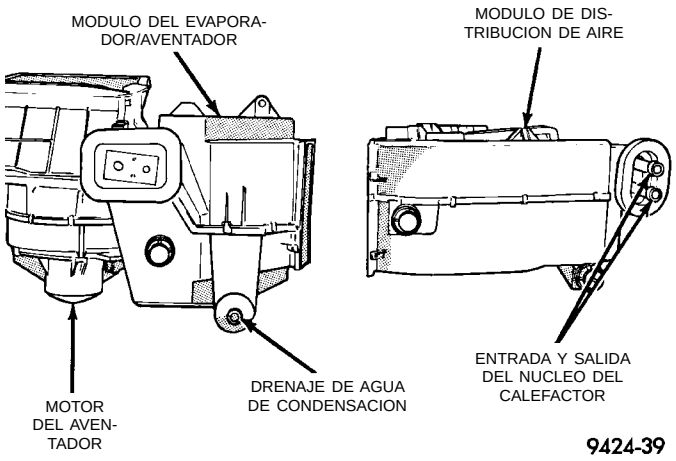

Fig. 46 Separación del módulo de distribución de aire y el módulo del evaporador/aventador
(1) Retire los collarines y tornillos que sostienen el Módulo de distribución de aire al Módulo del evaporador/aventador. Luego separe las dos unidades (Fig. 46).